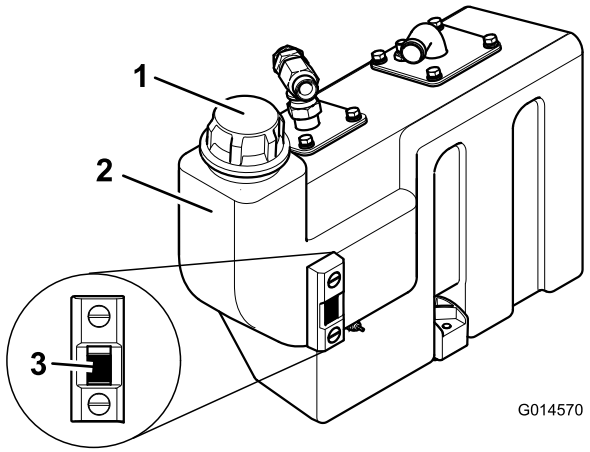

Figur 29
3. Gör rent omkring påfyllningsröret och hydraultanklocket (Figur 29) och ta bort locket om mer hydraulolja behövs.